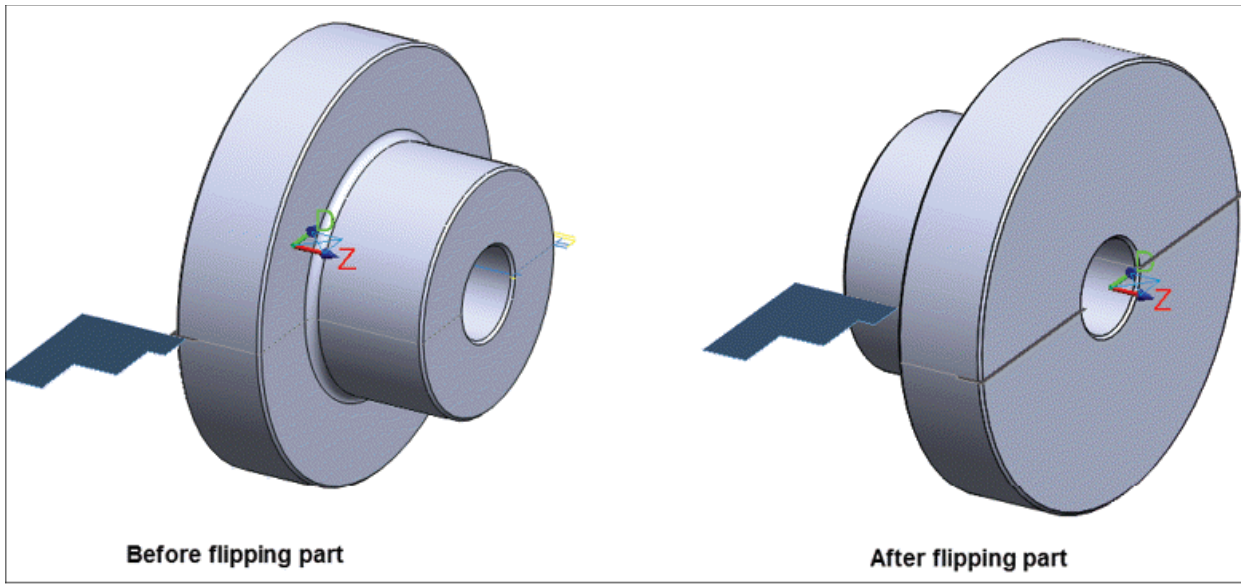

Figure-43. Flipping stock
- Click on the **OK** button from the dialog box. The part will flip with stock; refer to Figure-43.